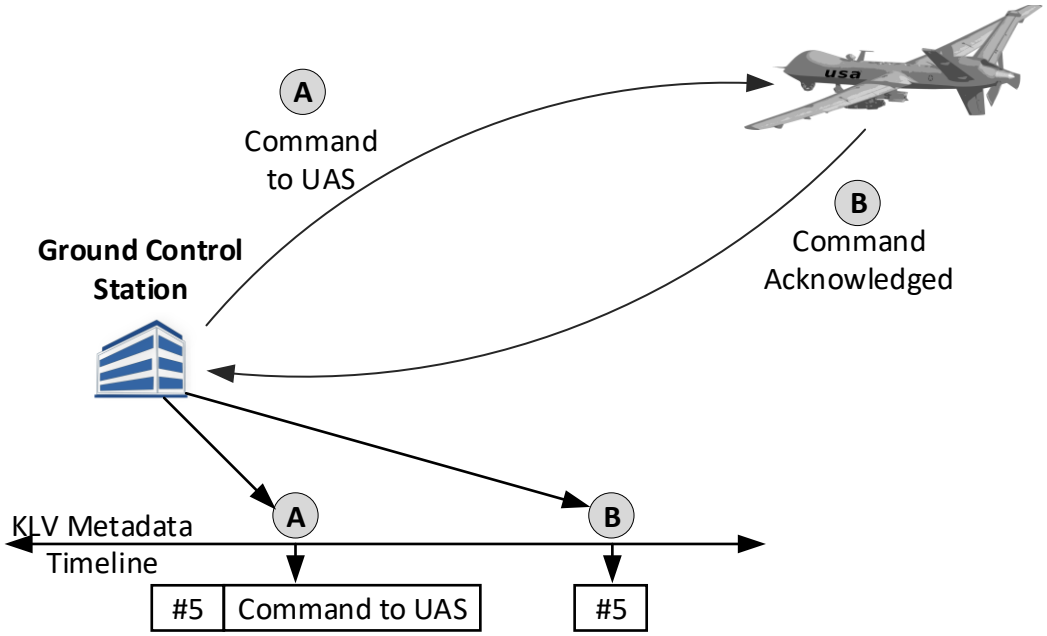

**Figure 50: Control Command Usage**
The purpose of the Control Command (Tag 115) and Command Acknowledgement (Tag 116) items are to report the commands issued to the platform/sensor and the acknowledgement of those commands. The Control Command defines a command ID and the command string which describes the command or action to perform. At some later time, the command is acknowledged by the platform and Tag 116 records the acknowledgement, by just restating the Command ID. Figure 50 provides an illustration of the data flow where the GCS issues a command (A) to the platform and at the same time records the command with a Command ID (#5) in the metadata stream. The platform receives and acknowledges the command (B) by sending some form of acknowledgement to the GCS. The GCS matches the Command ID with the original command and records the acknowledgement of the command in the KLV.